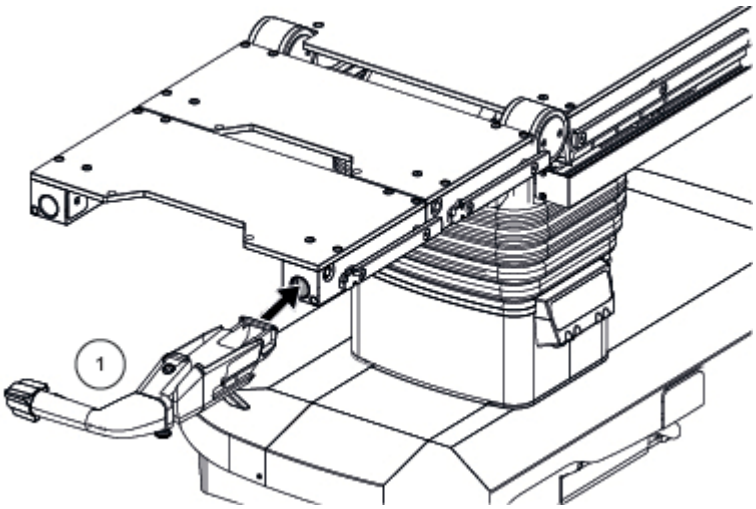

Figura 6-1. Inserir a pega de transferência motorizada
1. Coloque a pega de transferência motorizada (1) na calha e assegure que a alavanca de aperto fica aberta. Consulte a *Figura 6-1*.